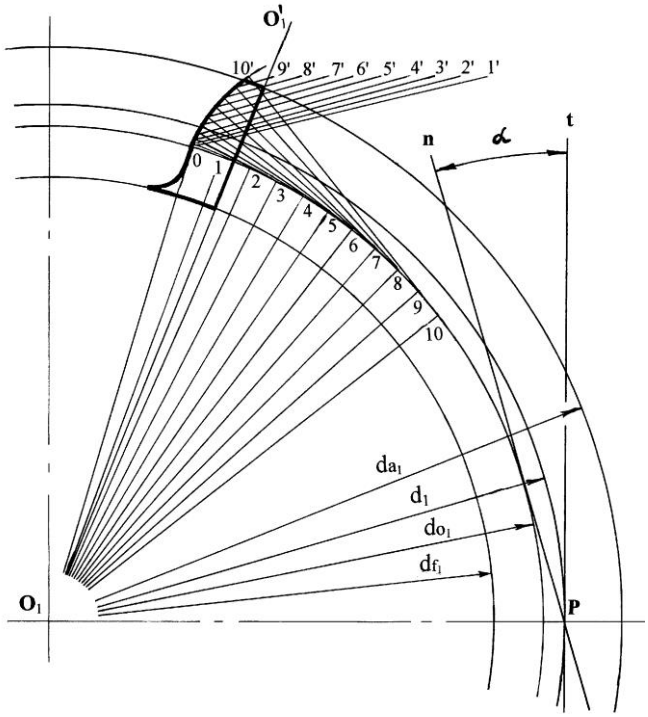

Рис. 4.5. Построение эвольвентного профиля зуба первого (ведущего) колеса и шаблона зуба
9. На основных окружностях (в стороне от полюса *P*) строятся эвольвенты – кривые, формирующие профиль каждого зуба колес зацепления (рис. 4.5).
Отметив на основной окружности точку 0 – начало (корень) эвольвенты, от нее откладываются по основной окружности несколько (до 10) равных дуг 0–1; 1–2; 2–3; 3–4 и так далее длиной 8…10 мм. Через полученные точки проводятся касательные к основной окружностям и на каждой касательной откладывается столько дуг, сколько размещается от точки касания до корня эвольвенты (на первой касательной – одна дуга 1–1′, на второй – две дуги 2–2′, на третьей – три 3–3' и т.д.). Полученные на касательных линиях точки 1'…10' (рис. 4.5) соединяются плавной кривой – эвольвентой, начало которой должно быть в корне. Полученная таким образом кривая (эвольвента) является профилем зуба колеса. На участке от основной окружности до окружности впадин профиль зуба образован радиальной прямой, которая сопрягается с окружностью впадин дугой радиуса $\rho = 0{,}4\ m$.
10. По построенным профилям изготавливаются шаблоны зубьев толщиной *S* по делительным окружностям. Для упрощения изготовления профилей зубьев необходимо построить только половину зуба каждого колеса (левую или правую). На рис. 4.5 приведена методика построения левой половины зуба ведущего колеса.